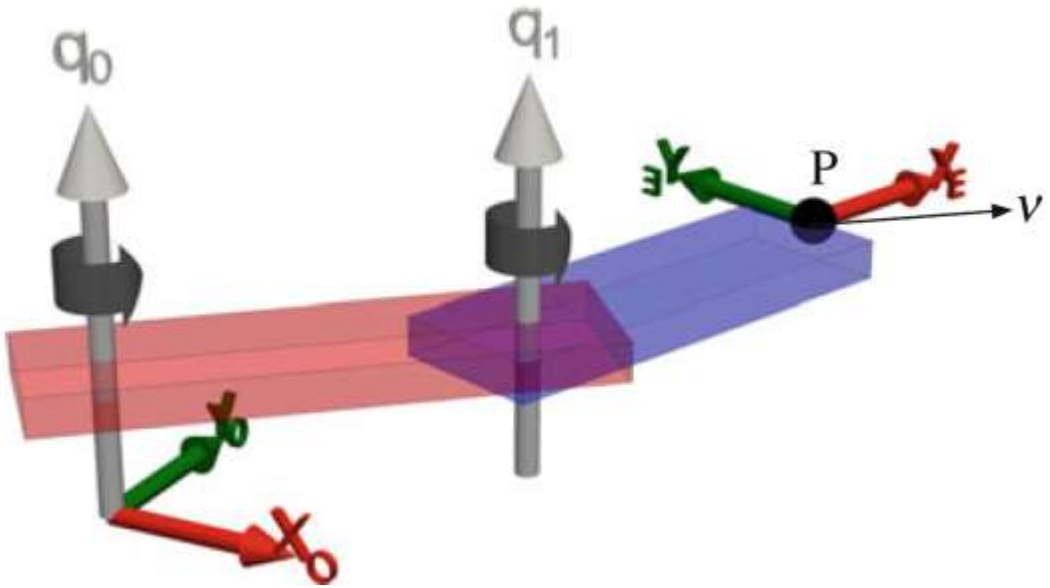

**Fig.8.1**:Two-link robot showing the end-effector position $p = (x, y)$ and the Cartesian velocity vector $v = dp/dt$.
- We illustrate the basics with our now familiar 2-dimensional example (Fig. 8.1), this time defined using ***Denavit-Hartenberg notation***;